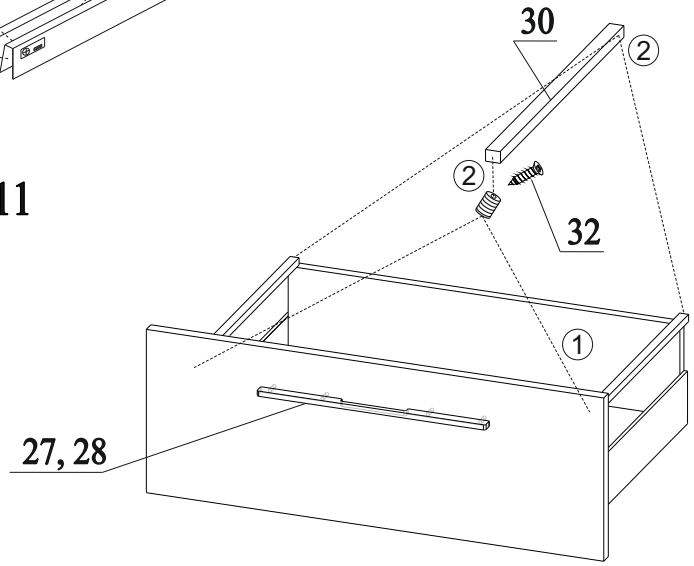

Рис.12
21. Вставить держатели надставки в деталь 12 (1). Вкрутить в них шуруп 32. Соединить надставку с держателем и деталью 13 (2). Более подробная инструкция находится в комплекте 30 (рис.12);
22. Прикрутить ручки 27 к деталям 12, надев на винты насадное кольцо 28 (рис.12);